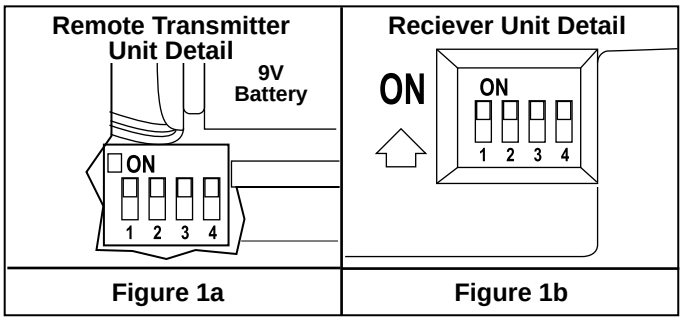

Figure 1a | Figure 1b
• **Transmitter:** remove battery cover. Press firmly below arrow and slide battery cover off. Slide code switches to your choice of up or down position. Factory setting is all up. Do not use this position. With a small screwdriver or ball point pen slide firmly up or down (Figure 1a). Replace battery cover on the transmitter.